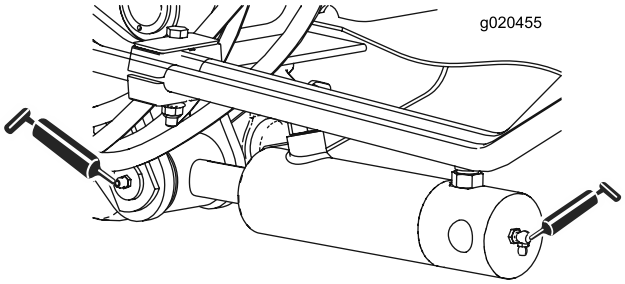

Figur 41
- Lyftarmcylinderbussningar (2 var) (Figur 41)